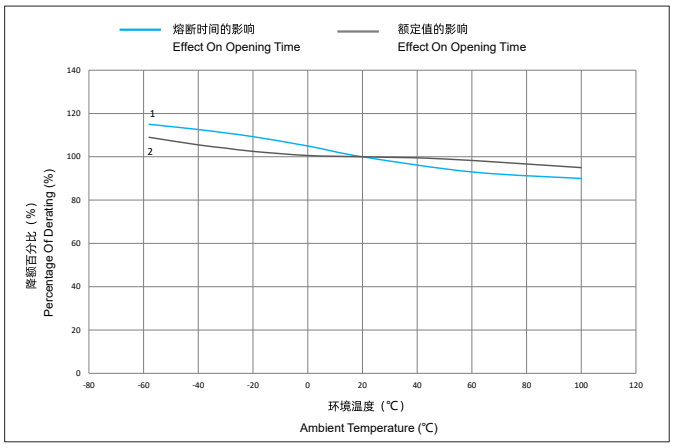

图2
- 图2表示环境温度对快速熔断型熔断器承载能力及5I_N熔断时间的影响。